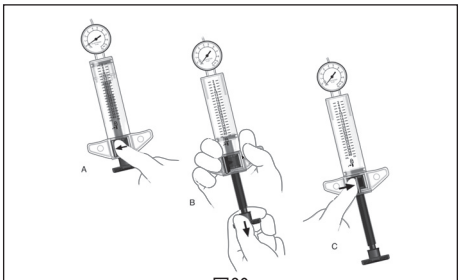

図20
15. 拡張圧が得られ、10秒間維持されたら、インフレーションデバイスのロックを外し、押し子を完全に引き戻し、その引き戻した位置で押し子をロックし、バルーンを収縮させます(図20)。